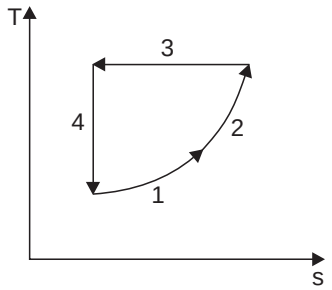
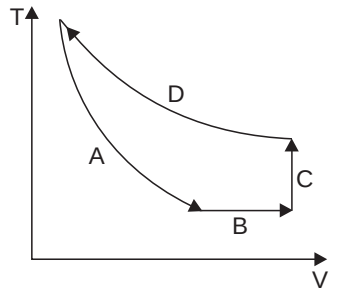

Fig. 11
Fig. 12
23. Four processes of a thermodynamic cycle are shown above in Fig. 11 on the *T-s* plane in the sequence 1—2—3—4. The corresponding correct sequence of these processes in the *p-V* plane as shown in Fig. 12 will be